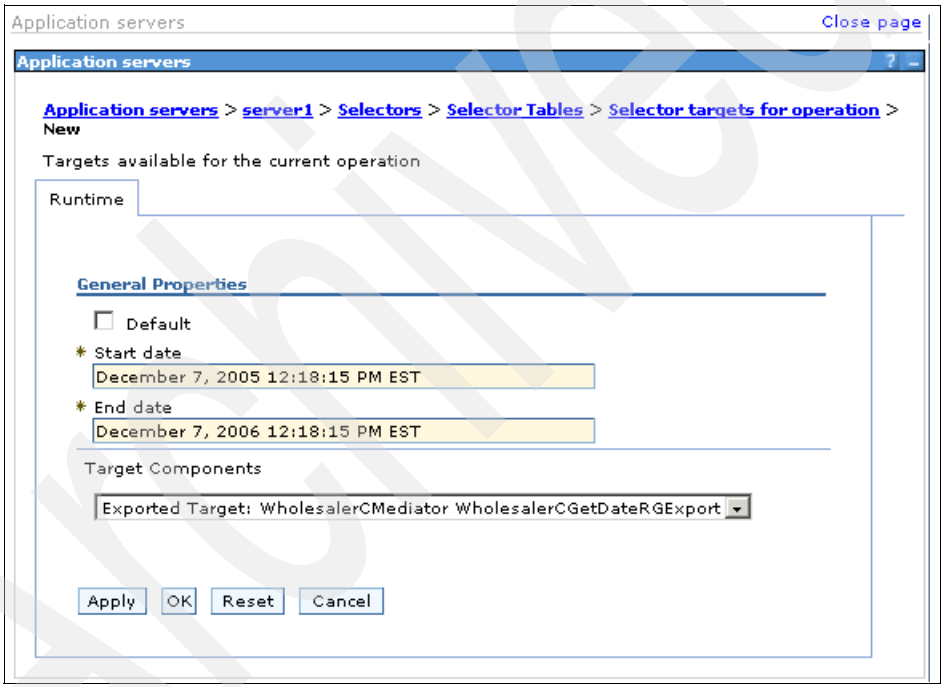

Figure D-14 The selector targets for the getDeliveryDays operation: New window
g. In the Selector targets for operation → New window (Figure D-14), complete these steps: